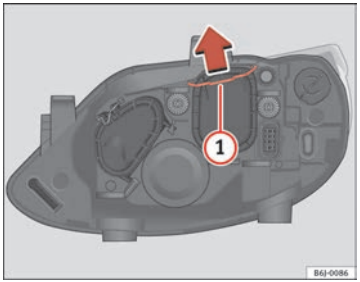

Fig. 134 Dipped beam headlights
– Remove the loop ⇒ fig. 134 (1) in the direction of the arrow and remove the cover.